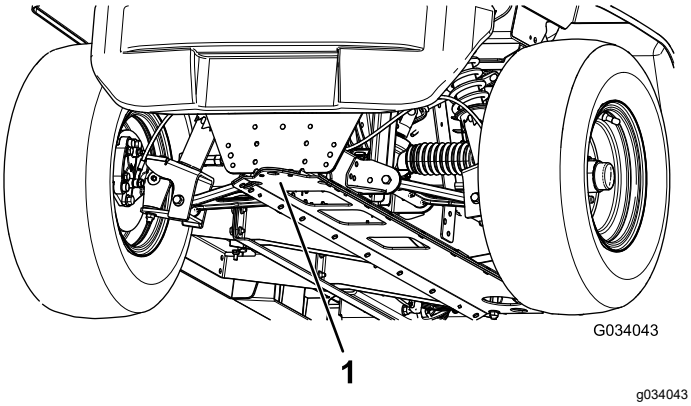

Figura 23
- El punto de elevación de la parte delantera de la máquina se encuentra en la parte delantera del bastidor, detrás del punto de remolque (Figura 23).